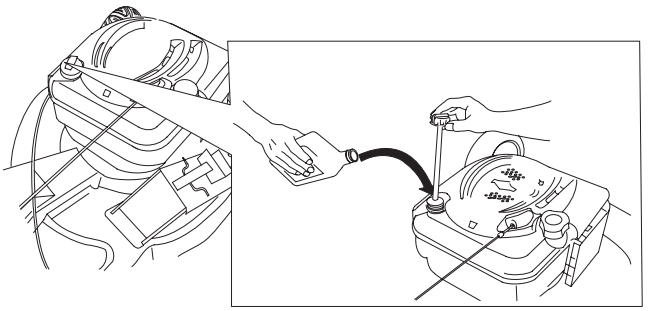

Figur 9
1. Ta bort oljestickan (Figur 9).